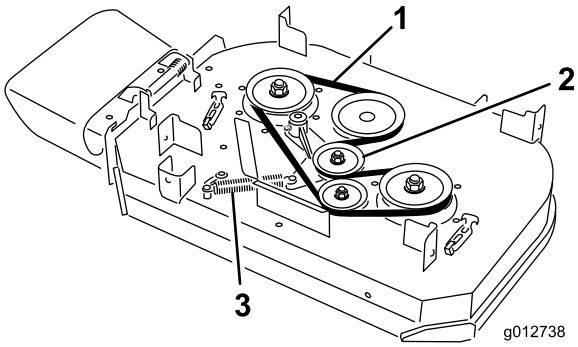

Figur 63
4. Ta bort fjädern från förankringen på mellanremskivans arm (Figur 63).
5. Ta bort den utslitna klipparremmen (Figur 63).
6. Montera den nya klipparremmen runt kopplingsskivan, däckskivorna och mellanremskivan (Figur 63).
7. Montera fjädern på förankringen på mellanremskivans arm (Figur 63).
6. Montera den nya klipparremmen runt remskivorna och mellanremskivan (Figur 63).
5. Ta bort fjädern från förankringen på mellanremskivans arm (Figur 63).
6. Ta bort den utslitna klipparremmen (Figur 63).
7. Montera den nya klipparremmen runt däckskivorna, kopplingsskivan och mellanremskivan (Figur 63).
8. Montera fjädern på förankringen (Figur 63).